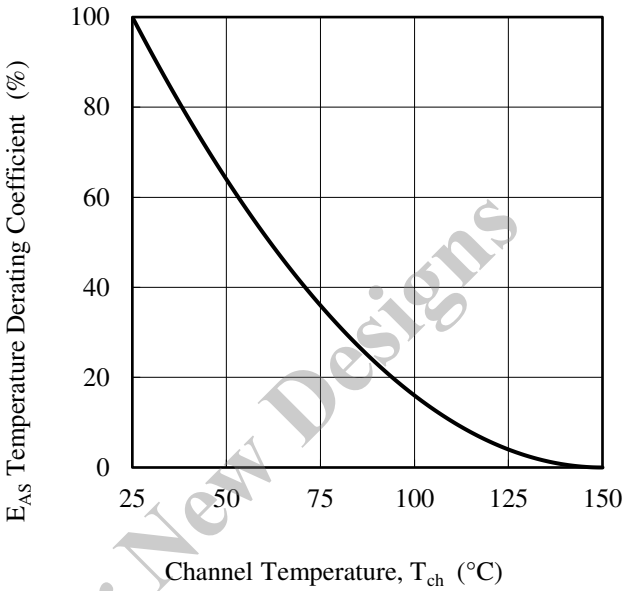

Figure 3-2 Avalanche Energy Derating Coefficient Curve
(1) Refer to 3.3 MOSFET Safe Operating Area Curves
(2) The maximum switching current is the drain current determined by the drive voltage of the IC and threshold voltage (V_{th}) of the MOSFET.
(3) Refer to Figure 3-2 Avalanche Energy Derating Coefficient Curve
(4) Single pulse, V_{DD} = 99 V, L = 20 mH
(5) Refer to 3.2 T_A-P_{D1}curves.